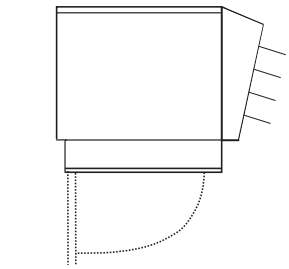

Figure 3
2. Toutes les connexions de câblage sont faites à l'intérieur de la boîte de commande au fond de l'appareil. Pour ouvrir la boîte de commande, desserrer les vis qui retiennent le couvercle à charnière à l'avant (dans le cas d'un couvercle à fente) ou retirer la(les) vis (dans le cas d'un couvercle sans fente) et ouvrir le couvercle (Figure 3).